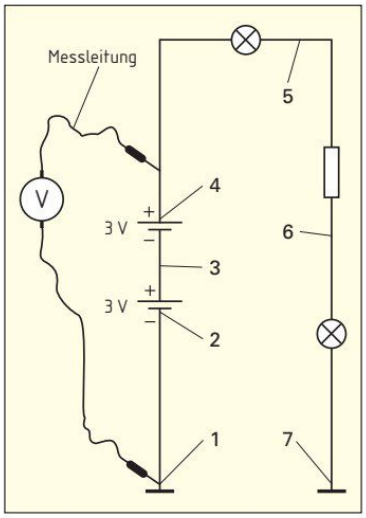

Bild 2: Potenziale und Spannungen
7. Geben Sie für die angegebenen Messstellen in **Bild 2** in der **Tabelle 3** die Messwerte an. Unterscheiden Sie jeweils durch Ankreuzen, ob es sich um ein Potenzial oder eine Spannung handelt.